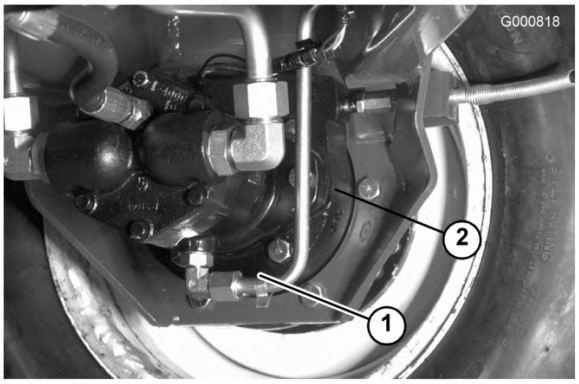

Bild 55
3. Entfernen Sie beide Schrauben von der Unterseite des Kurbelgehäuses und lassen Sie das Öl (Bild 55) ab.